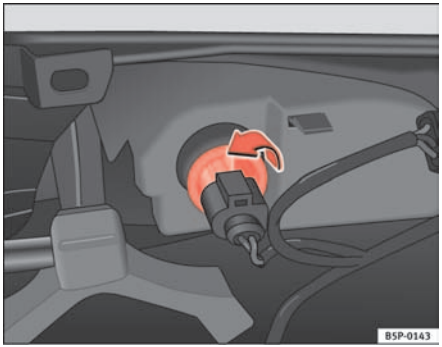

Fig. 185 Lamp on interior side of bumper
– Rotate the lamp holder to the left, and remove it in the direction of the arrow ⇒ fig. 185.